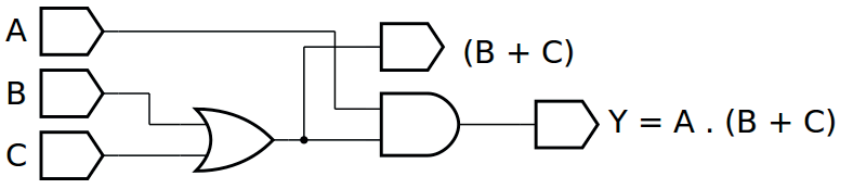
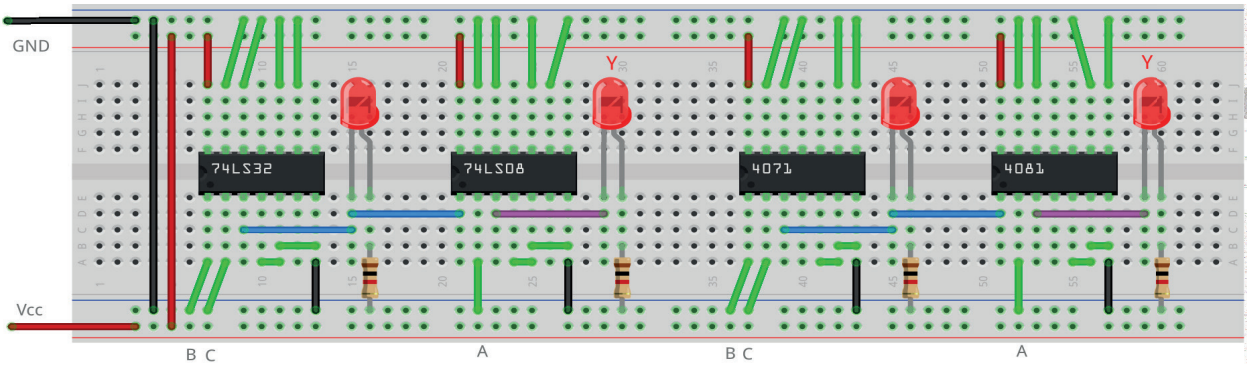

Figura 4.19 – Diagrama esquemático.
Figura 4.21 – Placa de montagem com componentes.
1. Monte o circuito da figura 4.19, conforme mostrado na figura 4.21, na placa de montagem.
6. Simule o circuito da figura 4.19 em um software de simulação para computador (SmartSim, Atanua ou Qucs) e compare com a tabela 4.7.